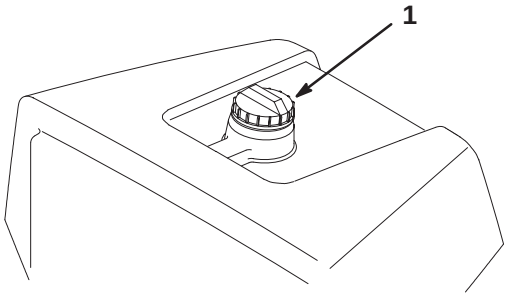

**Figure 15**
1. Clean around the fuel tank cap and remove the cap (Fig. 15). Add unleaded regular gasoline to the fuel tank until the level is 1 in. (25 mm) below the bottom of the filler neck. This space in the tank allows gasoline to expand. Do not fill the fuel tank completely full.